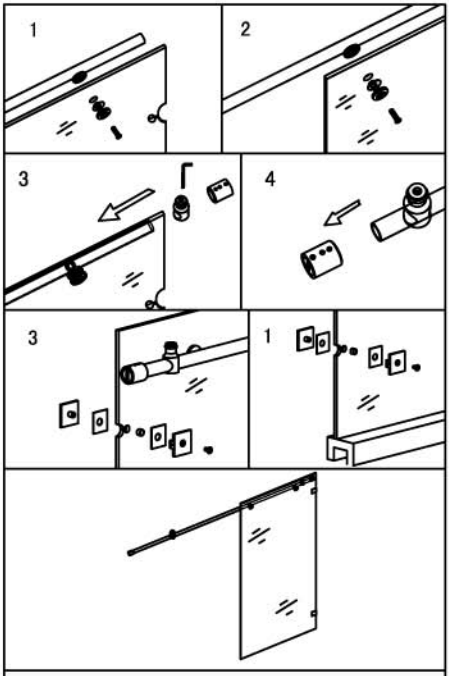

Figure 3
*See **Figure 3** for details.*